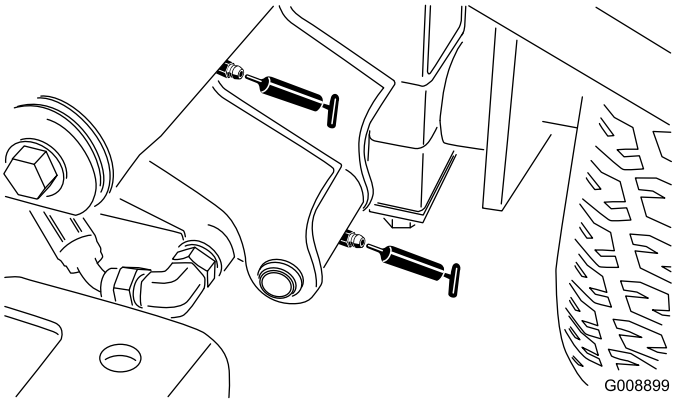

Figur 41
- Främre vänster lyftarmstapp och lyftcylinder (2) (Figur 41)